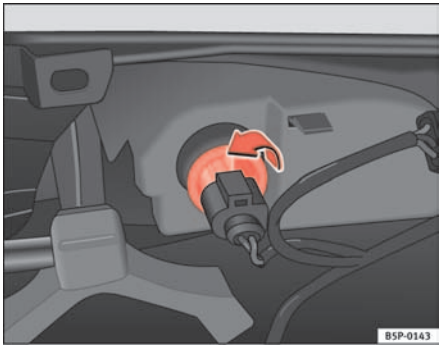

Fig. 192 Lamp on interior side of bumper
– Rotate the lamp holder to the left, and remove it in the direction of the arrow ⇒ fig. 192.